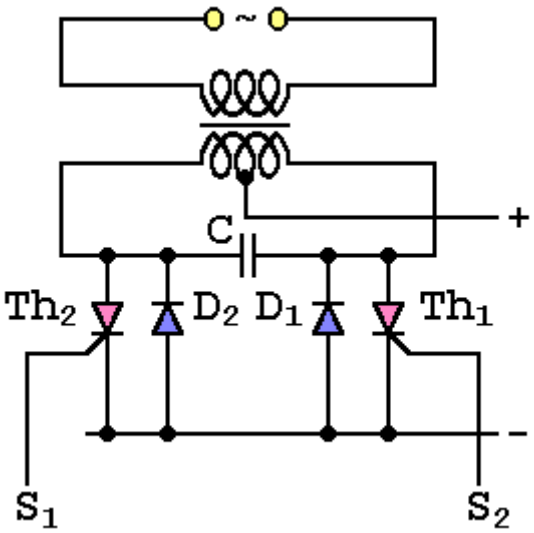

Abb.2: Thyristorwechselsrichter allgemein
c. Will man mit der Schaltung andere Verbraucher als die LEDs betreiben, so benutzt man einen Aufbau nach Abb. 2 mit einem Überträger. Erläutern Sie den Aufbau.